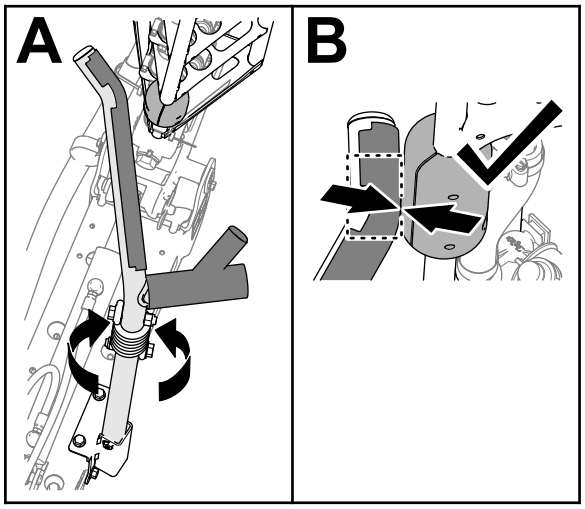

Figura 117
4. Rode o conjunto da cavidade até a dobra na cavidade do tubo alinhar com o bloco de deslizamento na parte superior do tubo da rampa exterior (Figura 117)
Nota: Os blocos devem tocar na cavidade na dobra do tubo da cavidade superior (Figura 117).